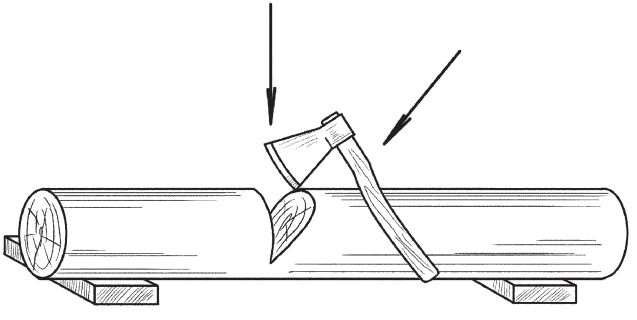

Рис. 71. Перерубание бревна
2. Чтобы перерубить (рис. 71) закрепленное бревно, намечают соответствующую линию, по которой наносят удары топором. При этом его сначала держат под углом в 90°, а потом — 45°. Бревно перерубают только наполовину, потом его переворачивают и завершают работу.